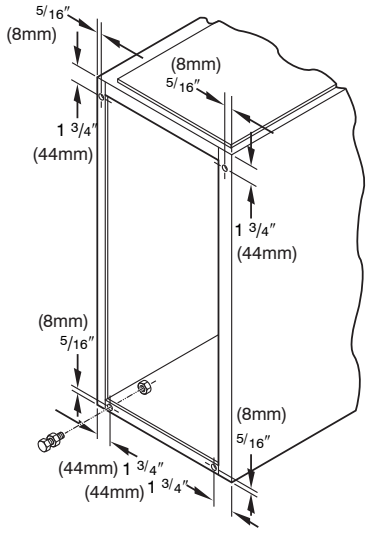

Fig. 20 - Leveling Legs
When furnace is used in upflow position with side inlet(s), leveling legs may be desired. (See Fig. 20.) Install field-supplied, corrosion-resistant 5/16-in. (8 mm) machine bolts and nuts.
1. Position furnace on its back. Locate and drill a 5/16–in. (8 mm) diameter hole in each bottom corner of furnace. (See Fig. 20.) Holes in bottom closure panel may be used as guide locations.
If Coil Assembly Part No. CD5 or CK5 or Coil Box Part No. KCAKC is used, install as shown in Fig. 20.